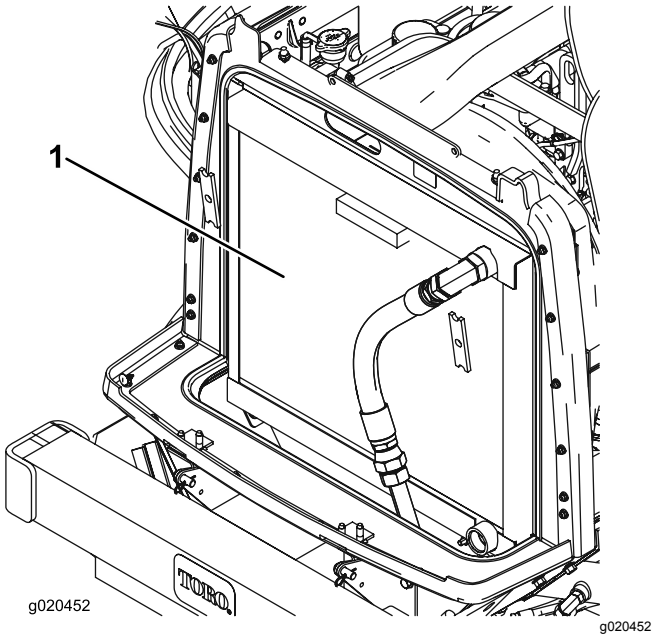

**Figur 74**
3. Rengjør begge sidene av radiator-/oljekjøleområdet grundig med trykkluft (Figur 74).